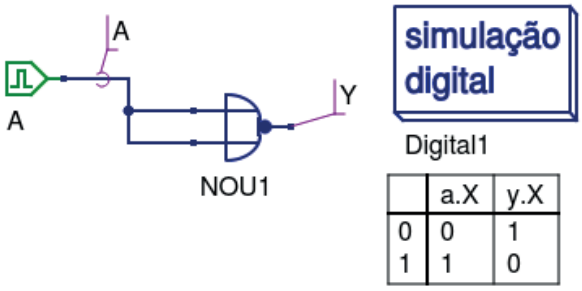

Figura 3.63 – Simulação da porta NOU como inversor no Qucs.
13. Utilizando o software de simulação Qucs, simule a porta NOU (NOR) conforme a figura 3.63. Compare os dados da tabela do Qucs com a tabela 3.20 e 3.22.